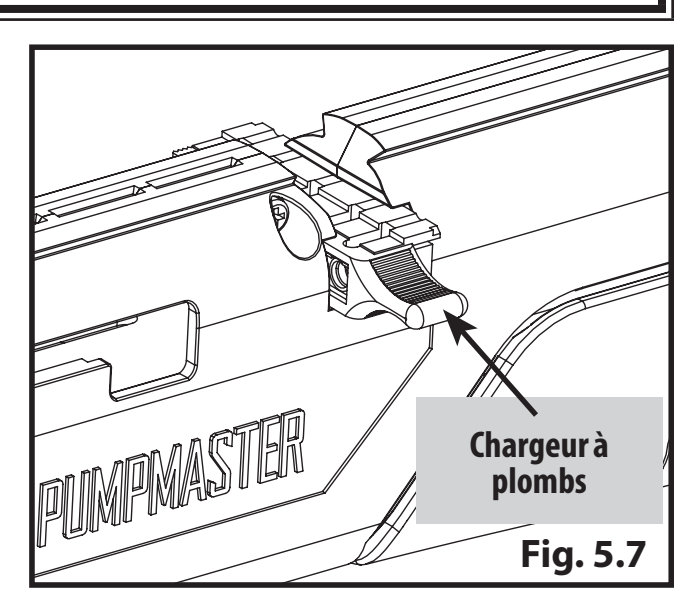

Fig. 5.7
7. Remettez le chargeur à plombs en place sur l'arme en vous assurant d'aligner une des chambres à plombs sur la chambre du canon (Fig. 5.7)